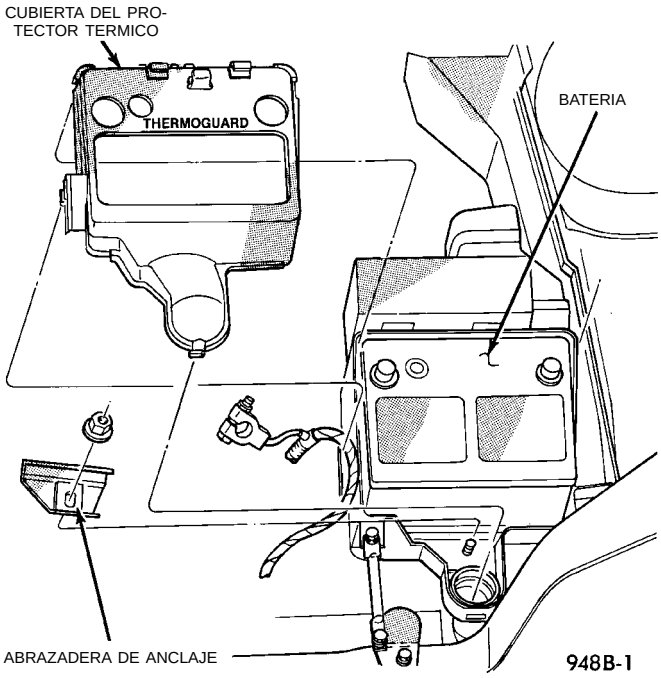

Fig. 13 Protector térmico de batería
(3) Retire el protector térmico de la batería (Fig. 13).